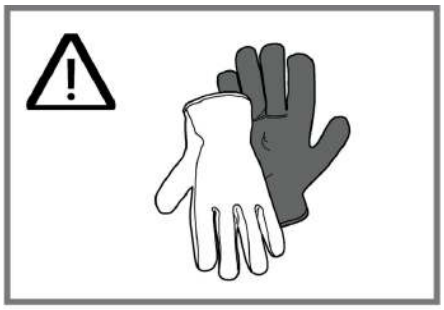

Abb. 4
- Die Teile im Gerät können scharfkantig sein. Benutzen Sie Arbeitshandschuhe, um Verletzungen zu vermeiden (Abb. 4).